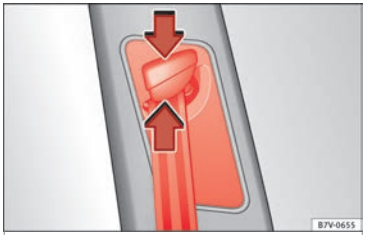

Fig. 91 Next to the front seats: belt height adjuster
- Keep the guide device pressed down in the direction of the arrow ››› Fig. 91.